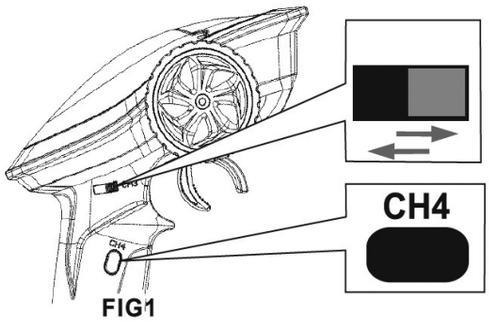

FIG1
1. Comme montré sur la fig. 1, poussez l'interrupteur de la voie 3 vers la droite pour allumer les lumières.
3. Comme montré sur la fig. 1, appuyez une fois sur le bouton de la voie 4, les lumières d'urgence clignotent lentement. Appuyez de nouveau sur le bouton de la voie 4, pour les éteindre. Appuyez deux fois sur le bouton de la voie 4 les lumières s'allument en mode respiration.
4. Comme montré sur la fig. 1, poussez l'interrupteur de la voie 3 vers la gauche, les lumières s'éteignent